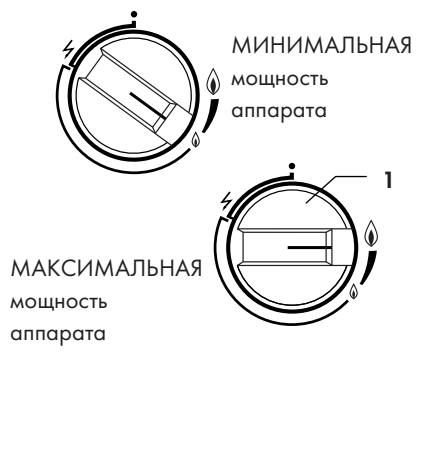

Рис. 4.2: Установка мощности аппарата
- Поверните поворотный переключатель (**1**) дальше влево против часовой стрелки, установив его из положения ⚡ "РОЗЖИГ" в положение 💧...💧 "ГОТОВНОСТИ К РАБОТЕ". (от минимальной до максимальной мощности аппарата, см. рис. 4.2). При этом запальное пламя остаётся горящим.